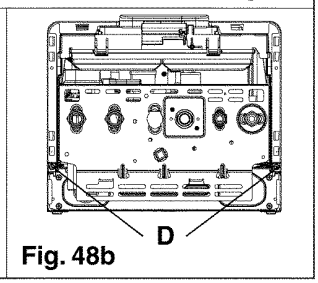

Fig. 48b
– Ослабьте два крепежных винта (**D**) (рис. 48b) и снимите облицовку